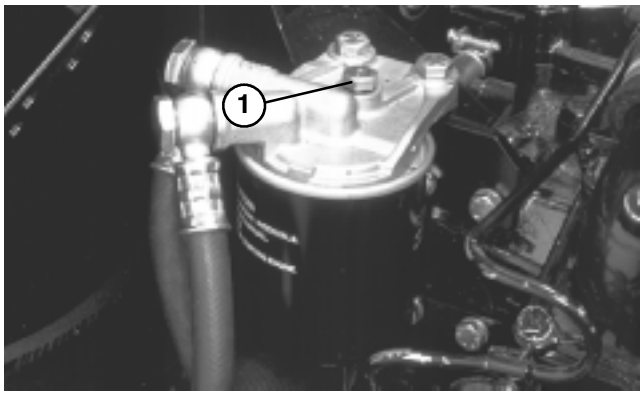

Figure 24
3. Loosen air vent plug on engine fuel filter assembly about 1 – 1/2 turns (Fig. 24).